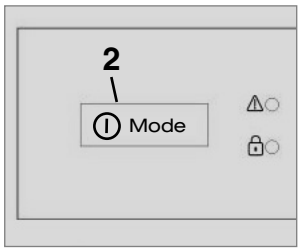

Fig. 31
Lorsque le véhicule est à l'arrêt, le crochet de verrouillage peut être fixé pour faciliter l'ouverture de porte (voir Fig. 31 - 34).
- Les modèles MES et AES sont déconnectés au moyen de la touche **" MODE "**. Tenez la touche **"2"** enfoncée pendant 2 secondes. L'affichage disparaît et l'appareil est entièrement déconnecté (Fig. 31).